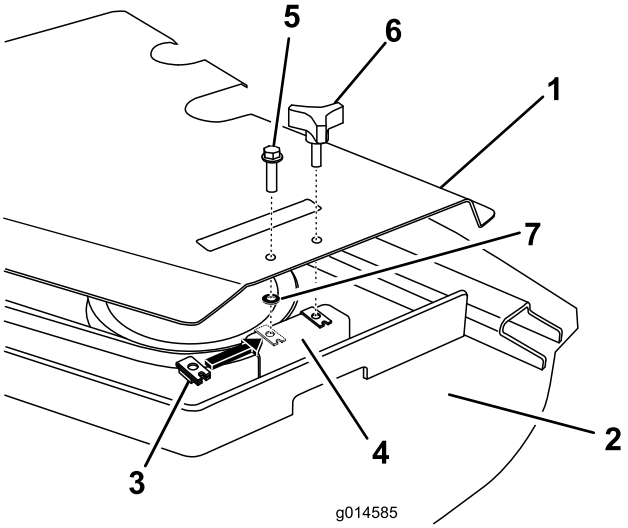

Figure 6
1. Remove the hand knobs securing the belt covers to the mower deck (Figure 6). Remove the belt covers.